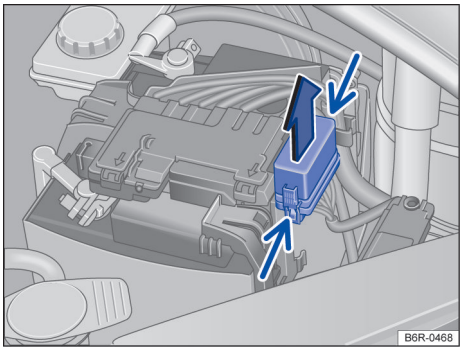

Fig. 114 No compartimento do motor: retirar cobertura da caixa de fusíveis.
– Pressionar as travas no sentido da seta (seta estreita) para destravar a cobertura da caixa de fusíveis → Fig. 114.